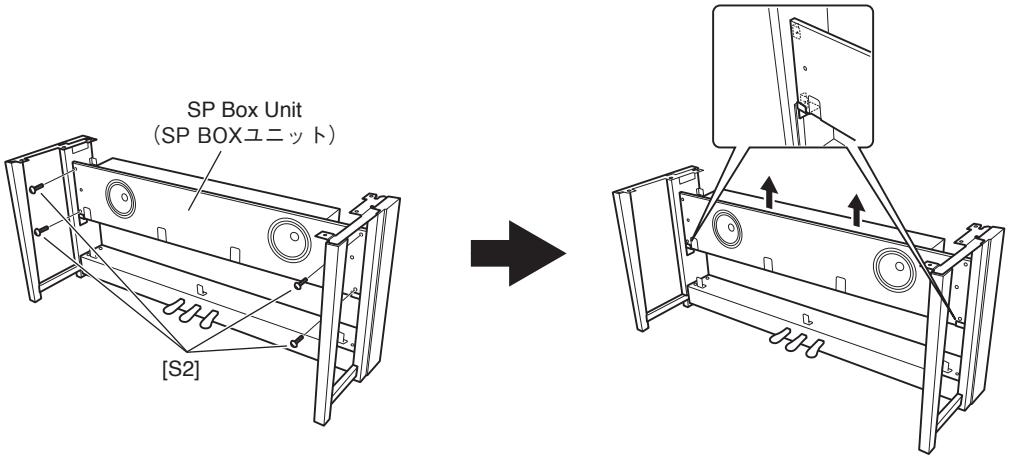
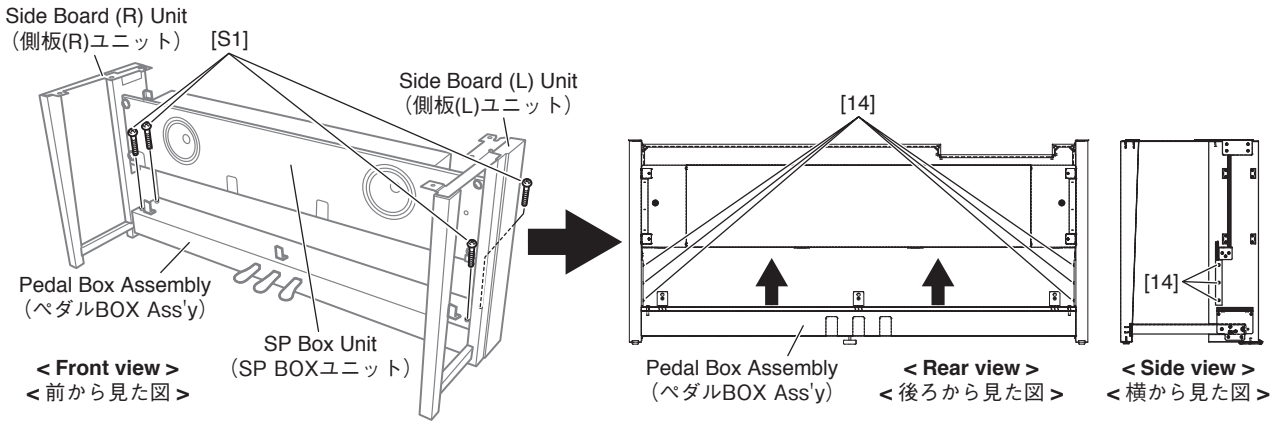

Fig.22（図 22）
Fig.24（図 24）
25-4 From the front side, remove the four (4) screws marked [S2], and lift the SP box unit a little to remove it. (Fig.22)
25-4 前側から [S2] のネジを 4 本外し、SP BOX ユニットを少し持ち上げてから外します。(図 22)
27-5 Remove the four (4) screws marked [S1]. (Fig.24)
27-6 Remove the six (6) screws marked [14], and lift the pedal box assembly upwards to remove it. (Fig.24)
27-5 [S1] のネジ 4 本を外します。(図 24)
27-6 [14] のネジ 6 本を外し、ペダル BOX Ass'y を上側へ持ち上げ外します。(図 24)
28-4 Remove the SP box unit. (See procedure 25.)(Fig.22)
(See procedure 27-1 to 27-5.)(Fig.24)
When the pedal box assembly is removed, the side board units (L,R) can then be separated. (Fig.22, Fig.24)
28-4 SP BOX ユニットを外します。(25 項参照)（図 22）
28-5 ペダル BOX Ass'y を外します。(27-1 ～ 27-5 項参照)（図 24）
ペダル BOX Ass'y を外すと、側板（L、R）ユニットが分離できます。(図 22、図 24)